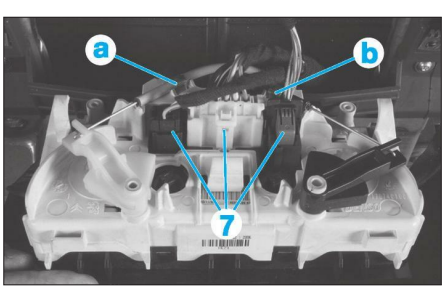

**Fig. 20**
• Déposer les agrafes d'arrêt (a) et (b) pour libérer les câbles de commande (climatisation manuelle uniquement) **(Fig.20)**.
• Débrancher les différents connecteurs (7).